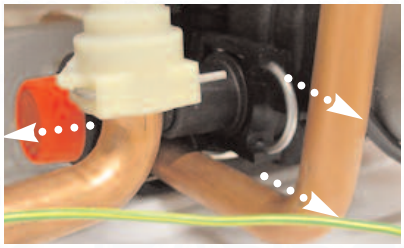

Fig. 18.62
2. Remove the clip securing the valve and disconnect the safety valve outlet *(see Fig. 18.62)* and pull it toward the left;